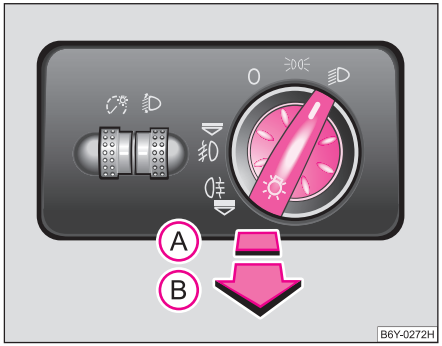

Fig. 32 Tabloul de bord: Întrerupătorul de lumină
– Rotiți întrerupătorul ⇒ fig. 32 în poziția ≋D.
La autovehiculele cu **volanul pe dreapta*** ordinea aranjării întrerupătoarelor diferă parțial față de ⇒ fig. 32 ordinea prezentată. Simbolurile de pe întrerupătoare sunt totuşi aceleaşi.
– Rotiţi apoi întrerupătorul ⇒ pagina 55, fig. 32 în poziţia sau .
– Acţionaţi întrerupătorul până la **prima** treaptă (A).
– Acţionaţi întrerupătorul până la **a doua** treaptă (B).